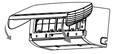

Figura 2
6. Volte a montar e feche o painel frontal empurrando-o para baixo como indicado na figura 2.